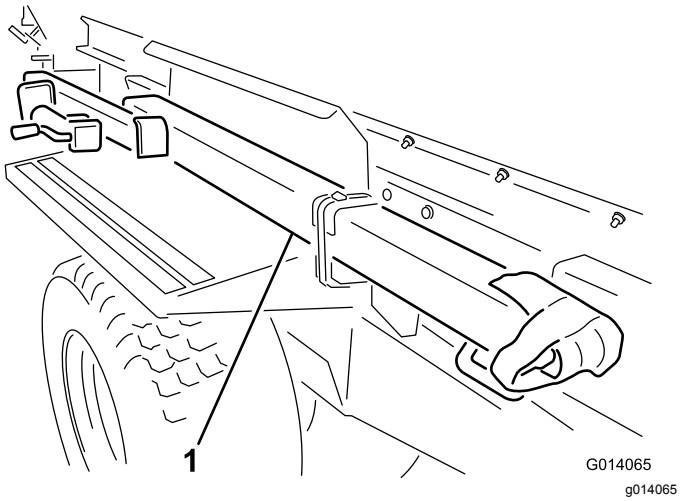

**Rysunek 3**
3. Usuń zaczep z położenia wysyłki, przecinając oba paski, za pomocą których przymocowany jest do zderzaka (Rysunek 3). Usuń oba wsporniki montażowe ze zderzaka i wyrzuć je.